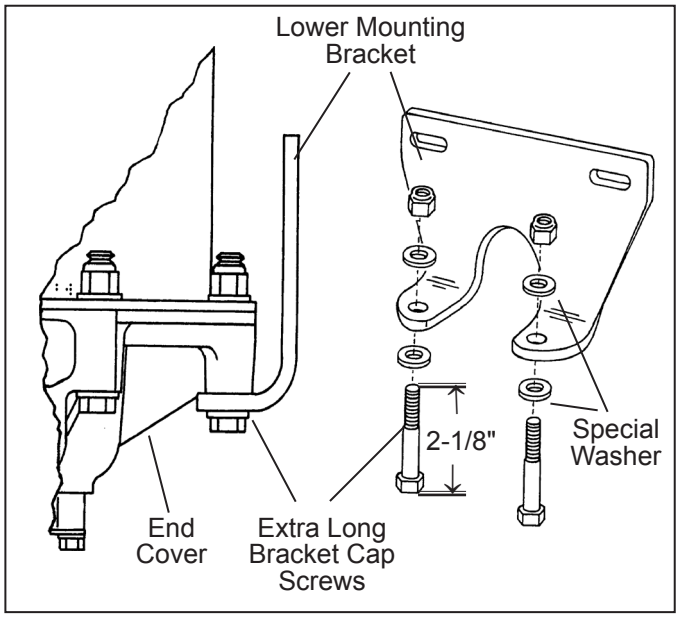

Figure 14 – Lower Mounting Bracket Installation
1. Install the assembled air dryer back onto the vehicle by slipping it into the upper mounting bracket. Align the two unused holes in the end cover with the bottom mounting bracket such that the bottom bracket supports the air dryer. The air dryer end cover should rest on the bracket. Using the remaining two 3/8" cap screws, four special washers, and two locknuts, secure the air dryer to the lower bracket. Tighten, then torque the two remaining cap screws to 270-385 in-lbs. *See Figure 14.*